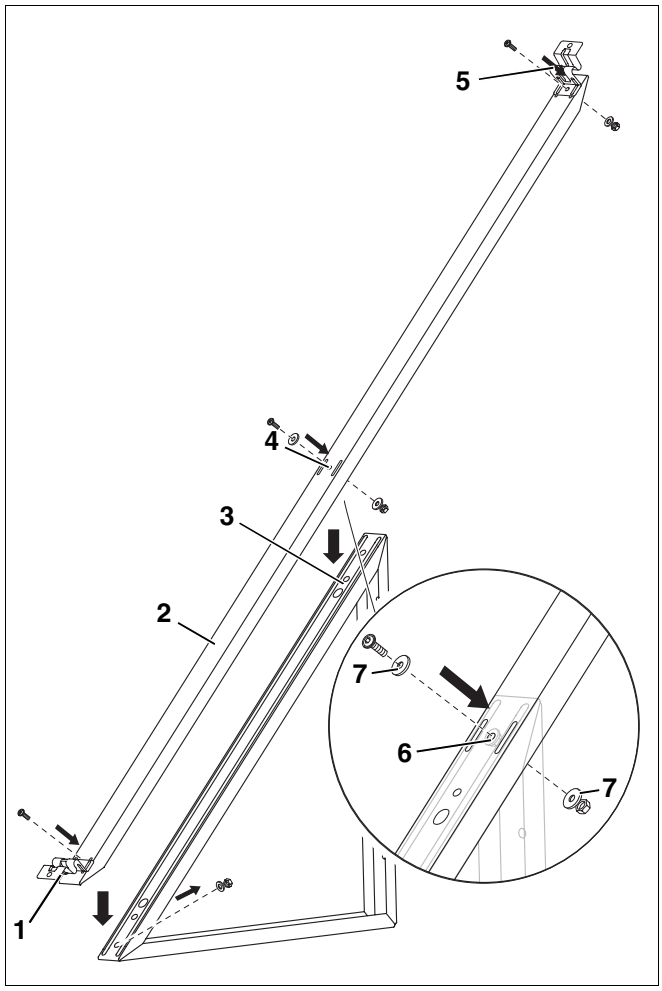

Afb. 39 U-rails monteren
- Leg de lange U-rails (afb. 39, **pos. 2**, pagina 35) op de collectorsteunen (afb. 39, **pos. 3**, pagina 35).
- Schroef de U-rails (afb. 39, **pos. 2**, pagina 35) aan de collectorsteunen (onderste en bovenste boringen).
De bovenste boringen van de collectorsteunen (afb. 39, **pos. 6**, pagina 35) worden met de bijgeleverde schroeven met bolle kop (M8 × 16), moeren en twee vulringen (afb. 39, **pos. 7**, pagina 35) vastgeschroefd.
- Let er bij de montage op, dat u alle schroeven en vulringen (afb. 39, **pos. 7**, pagina 35) monteert en vastdraait.
- Monteer de onderste collectorhouders (afb. 39, **pos. 1**) samen met de U-rails (afb. 39, **pos. 2**) en de collectorsteunen 45° (afb. 39, **pos. 3**).
- Monteer de bovenste collectorhouders (afb. 39, **pos. 5**).